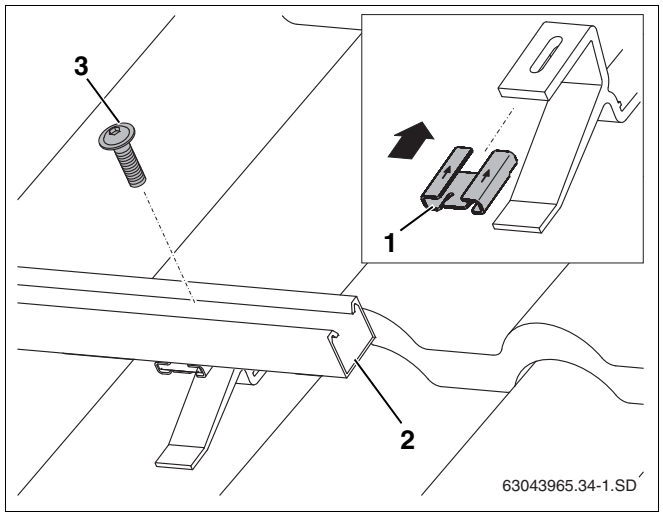

Рис. 32 Крепление профильных реек на кровельных крюках
- Наденьте сдвижную гайку (рис. 32, **поз. 1**) по направлению, указанному стрелкой, на кровельный крюк.
- Уложите нижние профильные рейки (рис. 32, **поз. 2**) на кровельные крюки и для дальнейшего их выравнивания только слегка закрепите винтом M8 (рис. 32, **поз. 3**).